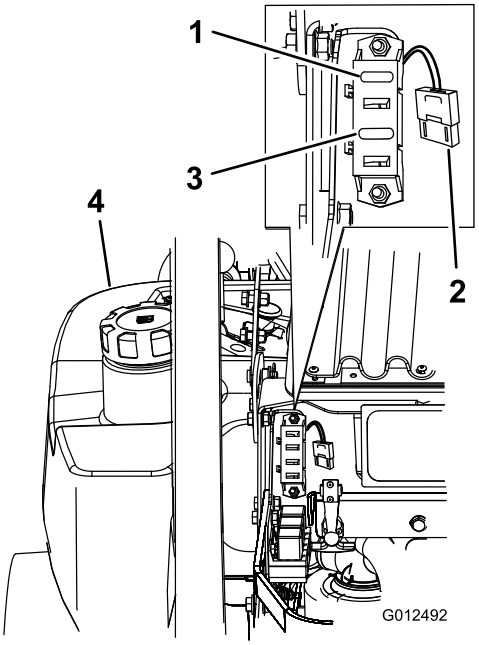

Rysunek 59
1. Aby uzyskać dostęp do uchwytu bezpiecznika, odblokuj pokrywę silnika i unieś ją (Rysunek 59).
3. Włóż nowy bezpiecznik (Rysunek 59).